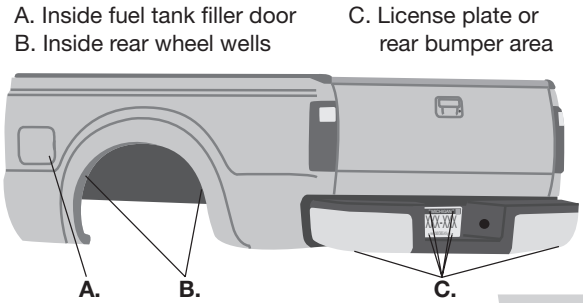

fig. 8
3. Select a location for the Schrader valve, ensuring that the valve will be protected and accessible with an air hose (Fig. 8). Determine and cut adequate length of air line to reach from the tee to the Schrader valve or from the air springs to the valve if using a dual-path installation.